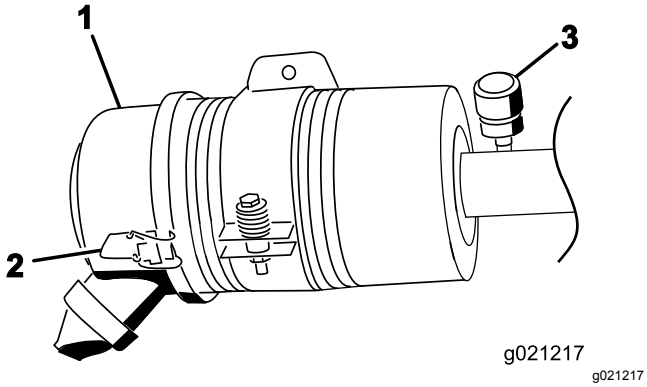

Figur 83
Efterse kun luftfilteret, når serviceindikatoren viser, at det er nødvendigt (Figur 83). Hvis du udskifter luftfilteret, før det er nødvendigt, øger du blot risikoen for, at der kommer snavs ind i motoren, når filteret afmonteres.
3. Åbn låsene, der fastgør luftfilterdækslet til luftfilterhuset (Figur 83).